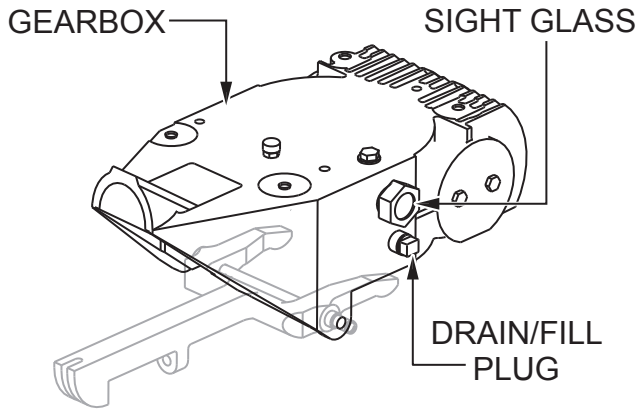

Figure 31. Gearbox Oil
1. Look at the sight glass on the side of the gearbox (Figure 31) to determine if gearbox oil is low. The correct oil level is to the halfway point on the sight glass.
2. If gearbox oil is low, remove the drain/fill plug (Figure 31) and fill with Chevron Cetus HiPerSYN 460 synthetic oil until the correct oil level is reached. Replace the drain/fill plug when finished.